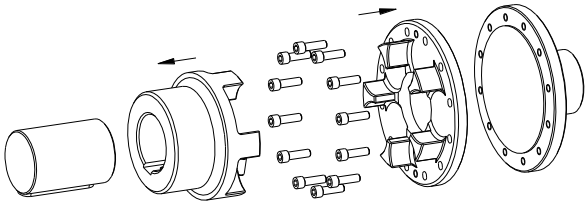
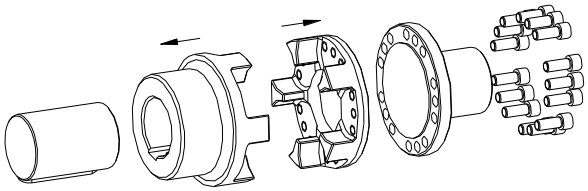

Fig. 19 : montage du moyeu ou de la bride d'entraînement (type CF)
Fig. 20 : montage du moyeu ou de la bride d'entraînement (type CFN)
- Monter le moyeu sur l'arbre (voir fig. 19 type CF et fig. 20 type CFN).
- Placer la bride d'entraînement contre la flasque (voir fig. 19 type CF et fig. 20 type CFN).